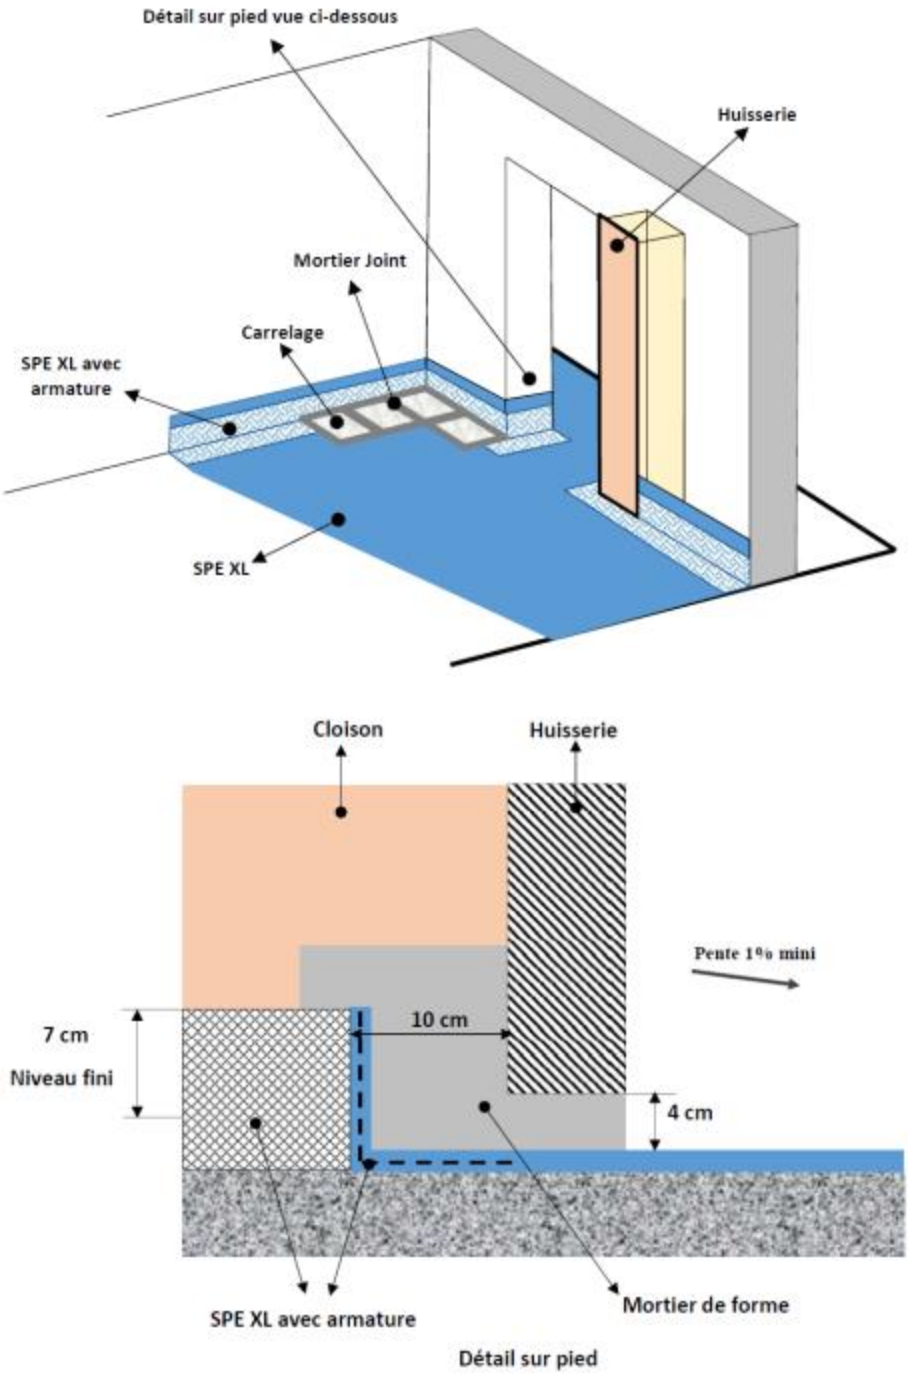

Figure 10 – Traitement huisseries avant pose
2.4.5.7. Huisseries (Figure 10)